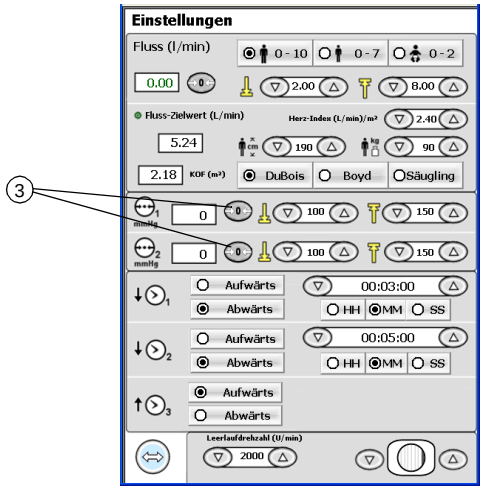

Abbildung 4-6. Nullabgleich des Druckmessumformers
3. Drücken Sie die Nullabgleich-Schaltfläche für die verwendeten Drucküberwachungskanäle ($\oplus_1$ und/oder $\oplus_2$, siehe Abbildung 4-6).